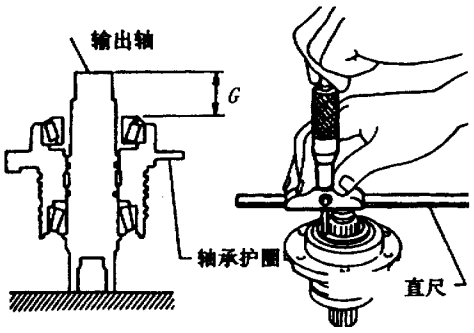

图 9－7－13 测量 G 值
(3) 如图 9－7－14 所示，测量输出轴端面和输出轴调整垫片配合面之间的尺寸 H 值。至少测量两处，取平均值。计算尺寸 F（$F=H-G$）。